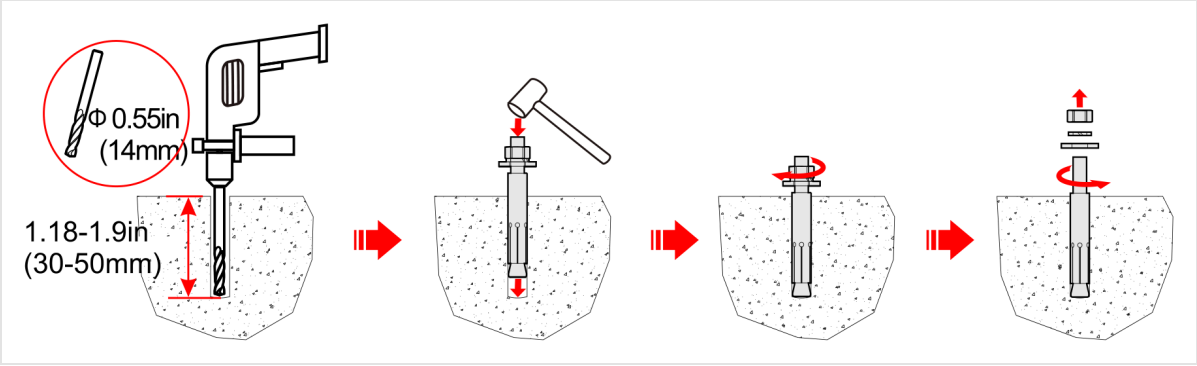

FIGURE 4-17 Drill Ø 0.55 in (14 mm), 1.18–1.97 in (30–50 mm) deep; set the anchor; remove nut and washers
3. Tighten each anchor slightly and set it upright in its hole. Tap it with a rubber mallet until the sleeve is fully in the hole. Tighten the anchor, then remove the nut, the flat washer and the lock washer (Figure 4-17).